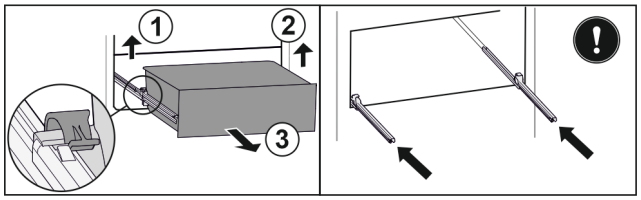

Fig. 137
▶ Lift left clamp and simultaneously pull drawer forwards on the left. *Fig. 137 (1)*
▶ Lift right clamp and simultaneously pull drawer forwards on the right. *Fig. 137 (2)*
▶ Remove drawer to the front. *Fig. 137 (3)*